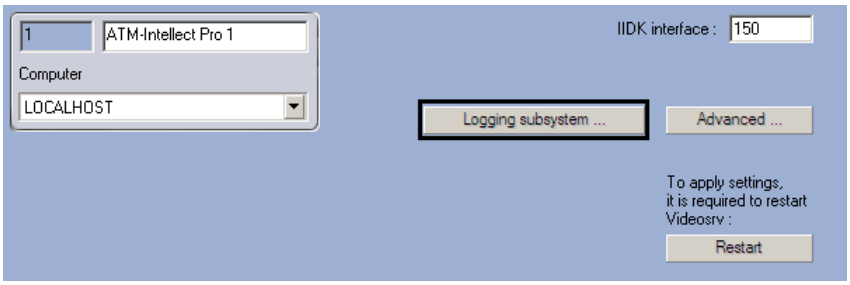

Fig. 4.2—1 Logging subsystem button
1. Go to the **ATM-Intellect Pro** object setting panel (Fig. 4.2—1).
2. Click the **Logging subsystem...** button (see Fig. 4.2—1).